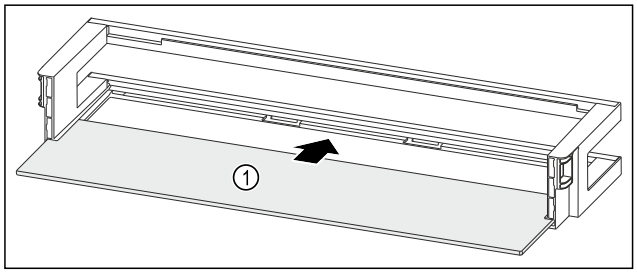

*Fig. 66 Raft montat pe ușă cu raft*
▶ Împingeți în interior raftul *Fig. 66 (1)* în degajările laterale.